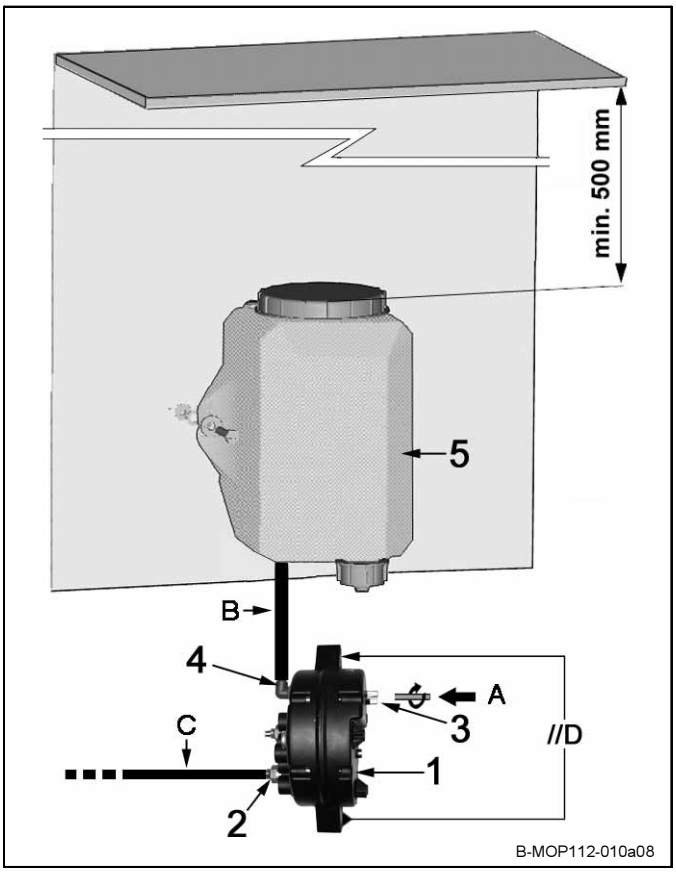

Fig. 1 Installation of MOP and reservoir
- ➲ Install the MOP 1 (Fig. 1) vertically and on smooth planes (//D = max. 0.3 mm) directing the MOP driving shaft 3 to the prolonged driving shaft A (provided by the user).
➲ Connect the port on the bottom of reservoir 5 (Fig. 1) with supply line B (Ø 12 mm) and with MOP inlet port 4.